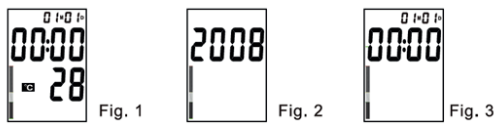

Fig. 1 Fig. 2 Fig. 3
1. Quando o dispositivo for ligado à fonte de alimentação pela primeira vez, o visor mostrará como na Fig. 1: